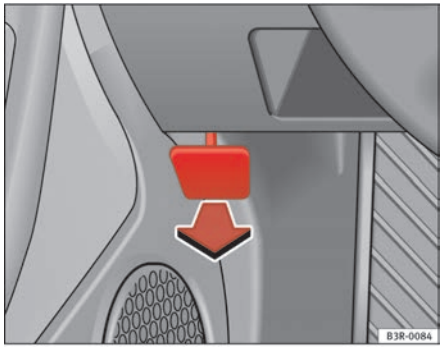

Fig. 170 Detail of foot-well area on driver's side: lever for unlocking the bonnet.
– To release the bonnet, pull the lever under the instrument panel ⇒ fig. 170 in the direction indicated (arrow).